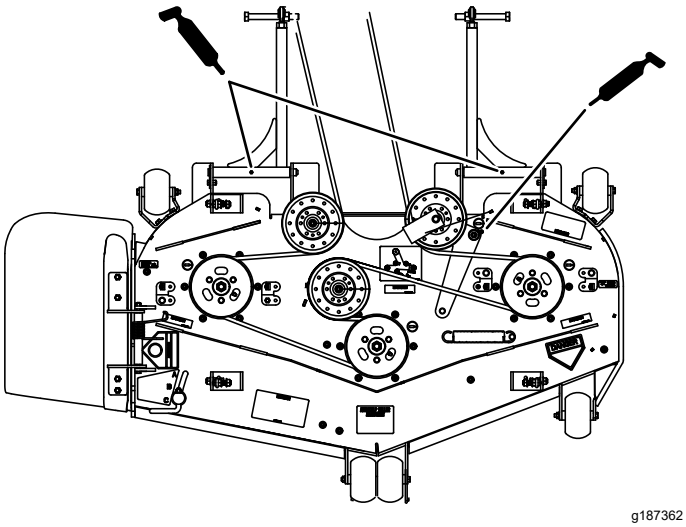
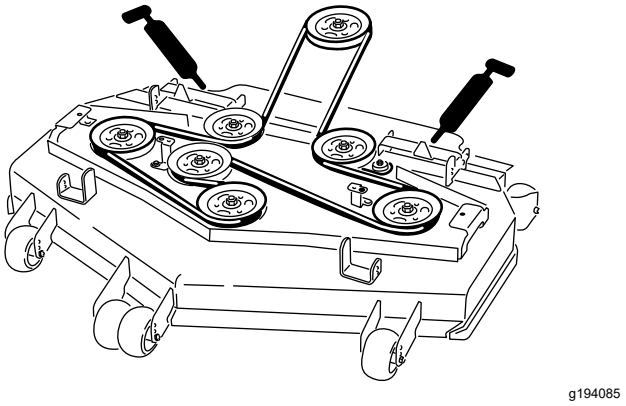

Figur 53
Figur 54
6. Smörj mellandrevsarmen på klippdäcket (Figur 53).
7. Smörj nipplarna på skjutarmarna (Figur 53 eller Figur 54).